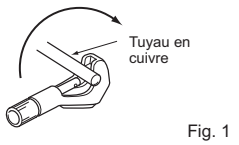

Fig. 1
1) Coupez correctement le tuyau de cuivre avec un coupe-tuyaux. (Fig. 1, 2)